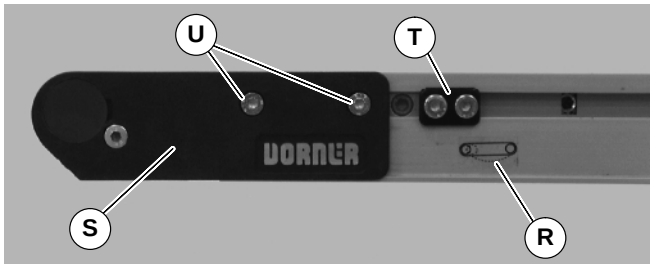

Figure 21
6. On tension end of the conveyor, identified with a label (R of Figure 21), push in head plate assembly (S): On both sides of conveyor, loosen and move cam tracking assemblies (T) (if equipped) away from head plates, then loosen fastening screws (U) and push head plate assembly inward.